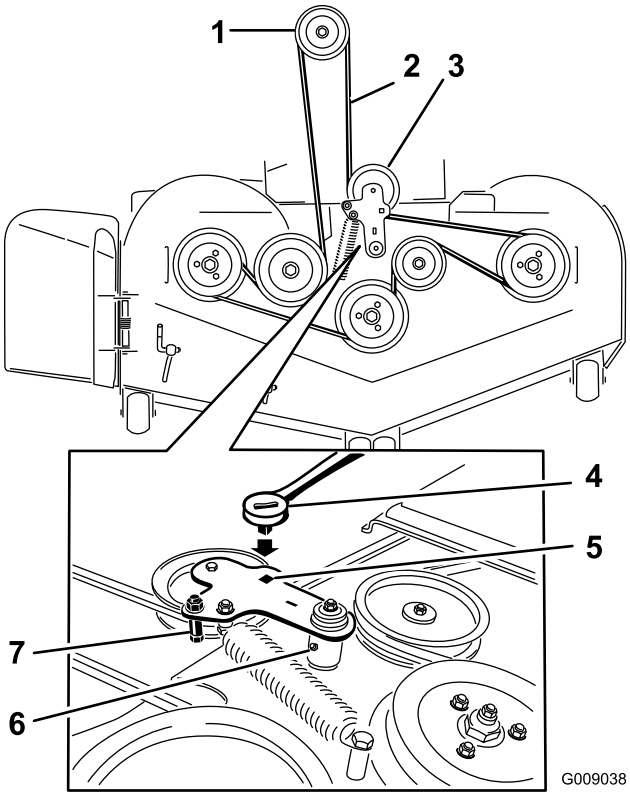

**Figure 73**
5. Insérez un rochet dans le trou carré du bras de la poulie de tension pour détendre le ressort de la poulie de tension (Figure 73).
7. Enlevez le guide de courroie situé sur le bras de la poulie de tension rappelée par ressort (voir Figure 73).
9. Acheminez la courroie neuve autour des poulies du plateau de coupe et de la poulie d'embrayage, sous le moteur (Figure 73).
10. Montez le guide de courroie sur le bras de la poulie de tension (voir Figure 73).
11. Insérez le rochet dans le trou carré et montez le ressort de la poulie de tension (Figure 73).